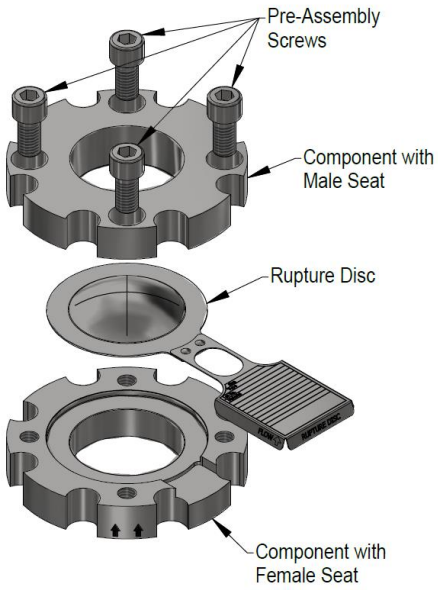

Figure 7 - Pre-torqueable (TQ) Holder
2. Place rupture disc into holder component with female seat with flow arrow on rupture disc tag pointing in the same direction as flow arrow on holder tag (See Figures 7 and 8).
6. Using the crisscross pattern shown in Figure 7, apply torque in four steps of 25% increments. For example, if the torque required from Table 2 is 100 ft-lb, the torque should be applied in 25 ft-lb increments. Apply 25 ft-lb to each nut, then 50 ft-lb, then 75 ft-lb, etc.